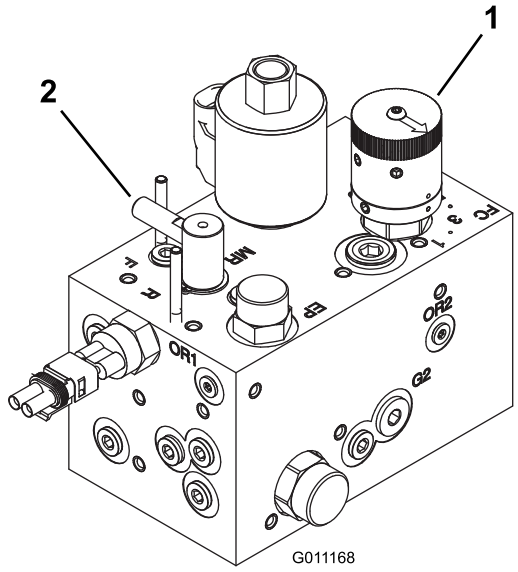

Figur 47
2. Drej grebet til regulering af knivcylinderhastigheden (Figur 47) til den talindstilling, du fandt i trin 1.